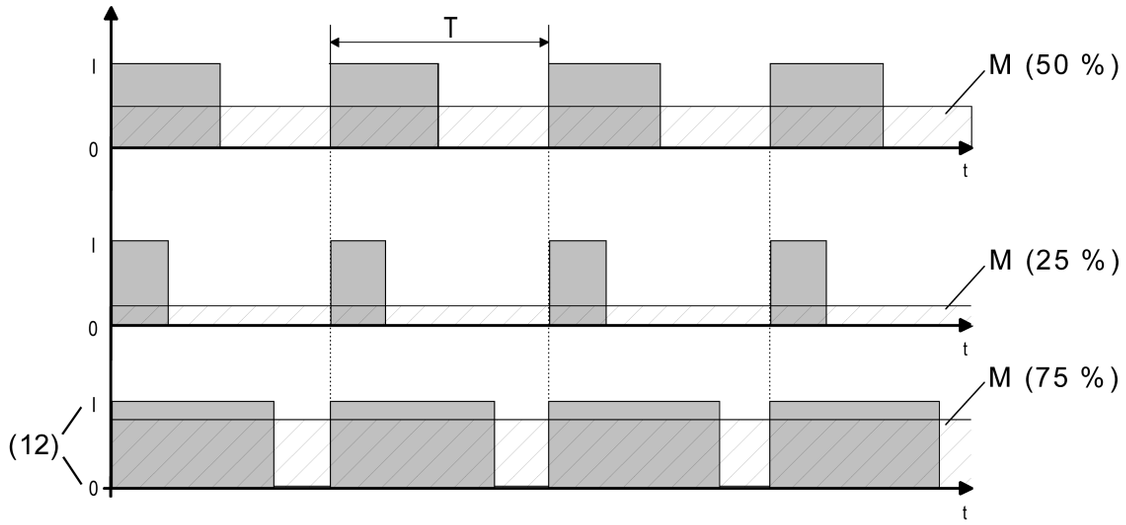

Figura 34: Modulazione a larghezza d'impulsi di un segnale d'uscita della valvola
Non appena l'apparecchio deve impostare una grandezza regolante continua o un valore di posizione nominale valvola continuo sull'uscita valvola, l'apparecchio modula il segnale d'uscita tramite la larghezza dell'impulso di accensione. Il valore medio del segnale d'uscita risultante da questa modulazione (M), nel rispetto del tempo di ciclo impostabile nell'apparecchio (T), indica la posizione media della valvola di regolazione e rappresenta dunque un riferimento per la temperatura ambiente impostata (figura 34).